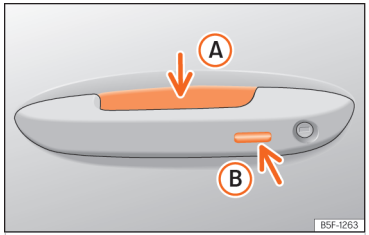

**Fig. 73** Door handle: sensor surfaces.
››› Fig. 73
- Touch the sensor surface (B) ››› Fig. 73 on the outside of the door handle. All turn signals flash once.
- Within 5 seconds, touch the sensor on the outside of the door handle once ››› Fig. 73 (B). Do not grip the handle while doing so. This temporarily deactivates the Keyless Access system.